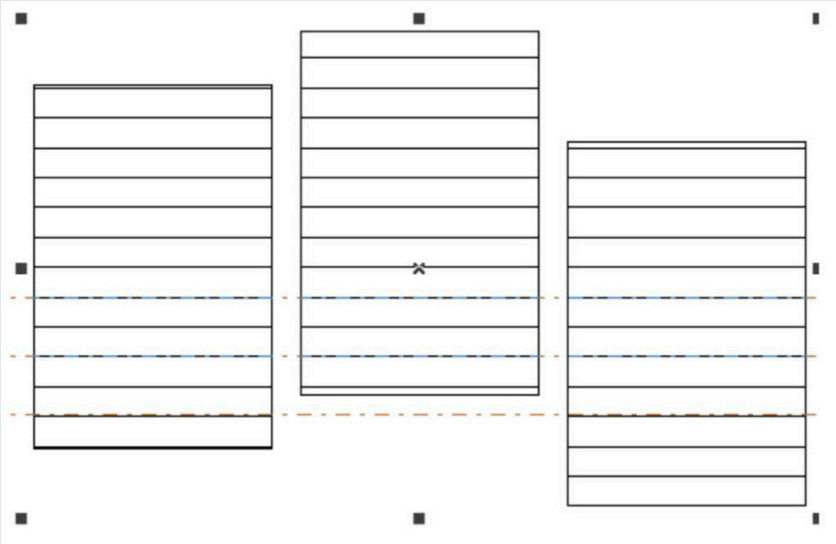

Figura 10-7 "Cálculo general del objeto" marcado
- 2. Marque "Cálculo general del objeto": durante el mecanizado se marcan todas las líneas de relleno en una sola pasada, es decir, se marcan juntas las líneas de relleno de varios objetos que están sobre la misma línea, como se muestra en la Figura 10-7.